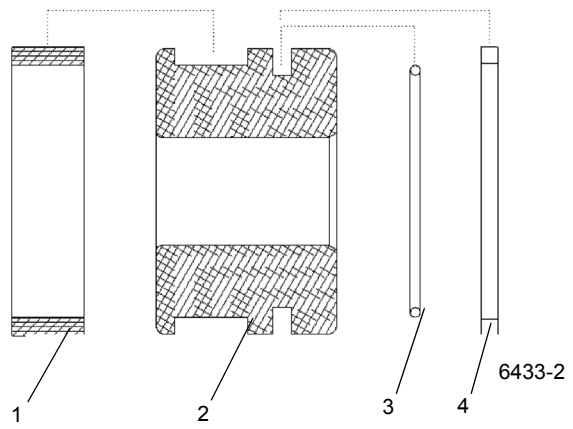

FIGURA 2-51
2. Instale los sellos de émbolo (Figura 2-51) de la manera siguiente: